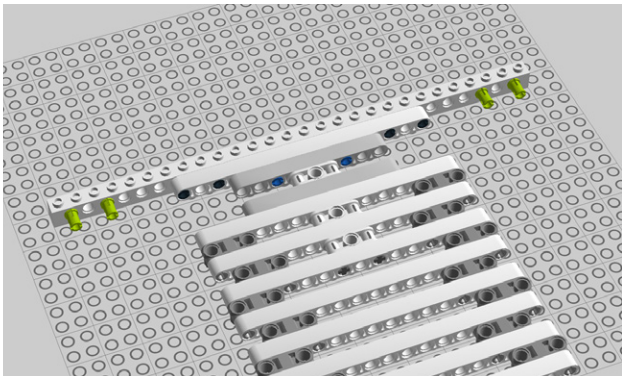

Figure 8-17. *Step 12: Attaching the pegs*
12. Add two connector pegs to each Technic brick as seen in Figure 8-17.